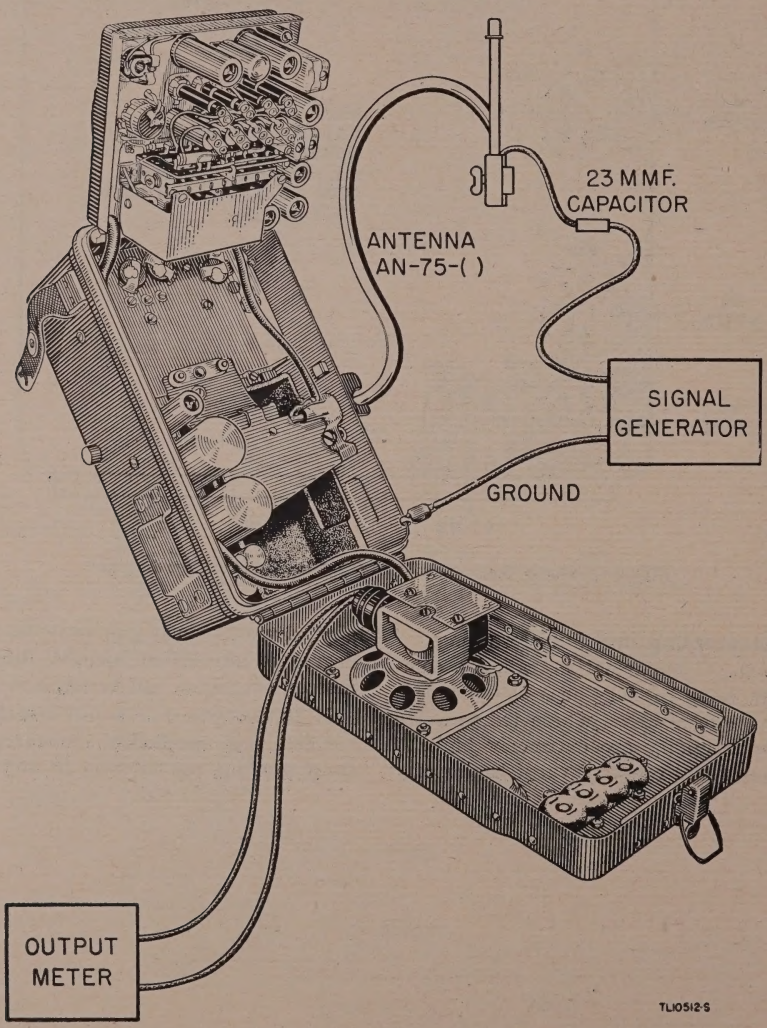

Figure 12. Preparation for over-all performance tests.
a. PREPARATION FOR TESTS. (1) Set up the receiver for operation. Tune the signal generator and the receiver to the first check-point frequency shown in the selectivity and sensitivity charts. (Instructions for presetting the frequencies of the receiver tuning buttons are given in par. 13.)
(2) Connect Antenna AN–75–( ). (See fig. 12.) Connect one lead of a 23-mmf capacitor to the antenna lead-in where it joins the base of the antenna. (A 50-mmf variable capacitor set for approximately 23-mmf may be used.)
(3) Connect the other lead of the 23-mmf capacitor to the output of the signal generator.
(4) Connect the ground lead of the signal generator to the receiver chassis.
(5) Connect an output meter with an impedance of 4,000 ohms across the voice coil of the loudspeaker. If a VTVM is used, place a 4,000-ohm noninductive resistor in parallel with it.
(6) Turn the receiver volume control fully clockwise.
(7) Feed a 30 percent modulated 400-cycle signal into the receiver.